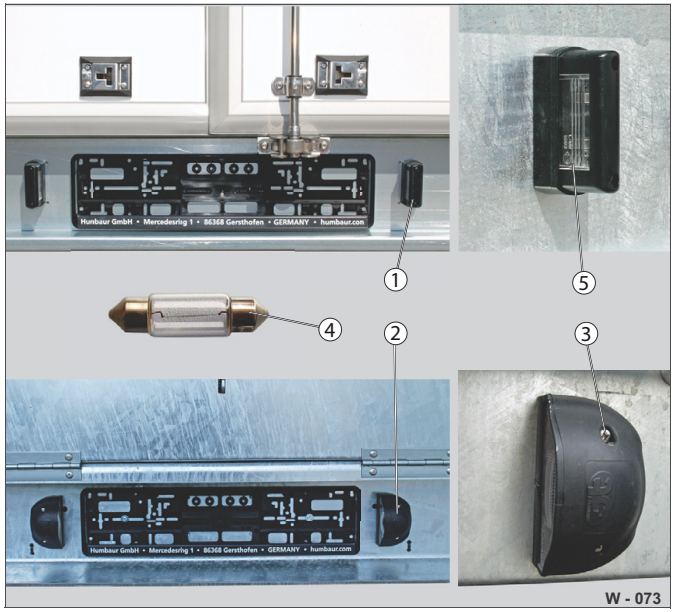

Abb. 75 Osvětlení státní poznávací značky samostatné
▶ Uvolněte šroubový spoj (Abb. 75/3).
▶ Sundejte kryt světla (Abb. 75/5) s pouzdrem.
▶ Vyměňte žárovku Soffitte (Abb. 75/4).